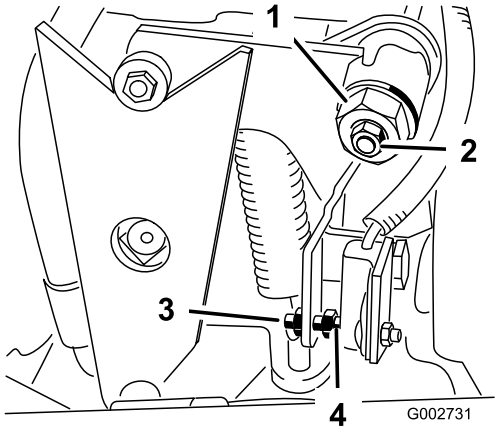

**Figuur 33**
4. Draai de borgmoer op de afstelnok van de tractie los (Figuur 33).
5. Start de motor en draai de zeskantige moer van de afstelnok (Figuur 33) in beide richtingen om de middelste positie van het bereik van de neutraalstand te bepalen.
3. Draai aan de stelschroef totdat de elektrodenafstand 1,5 mm ± 0,8 mm bedraagt (Figuur 33).